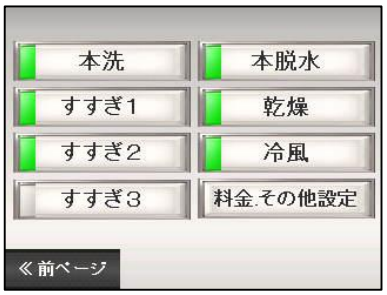

図 7-14
7. 5. 3 工程内容の設定(標準・少量コース)(図 7-14)